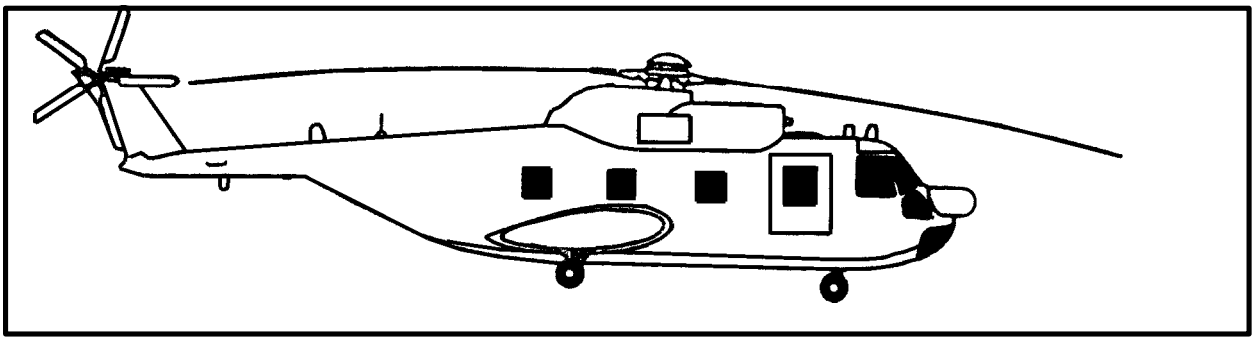

*Figure 2-6. HH-3F Pelican*
**c. H-3, SH-3G, and HH-3F.** The SH-3G Sea King, HH-3F Pelican (Figure 2-6), and H-3 Jolly Green Giant are twin engine, single main rotor helicopters manufactured by Sikorsky Aircraft. The H-3 helicopter models have two different cargo hook systems: the cable-suspended cargo sling system, rated at 6,000-pound capacity; and the low response cargo sling system, rated at 8,000-pound capacity.